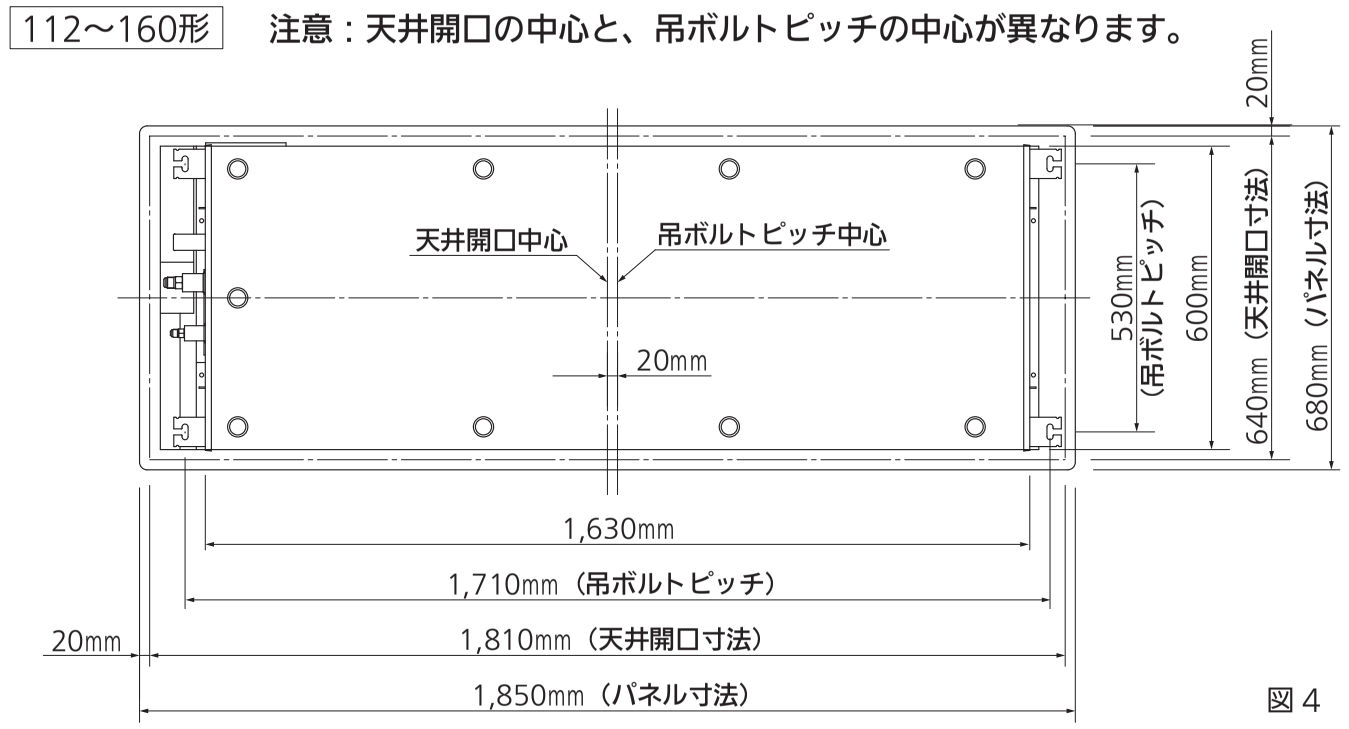

図 4
3. 天井面の穴開けと吊ボルト位置の寸法は図 4 に従ってください。